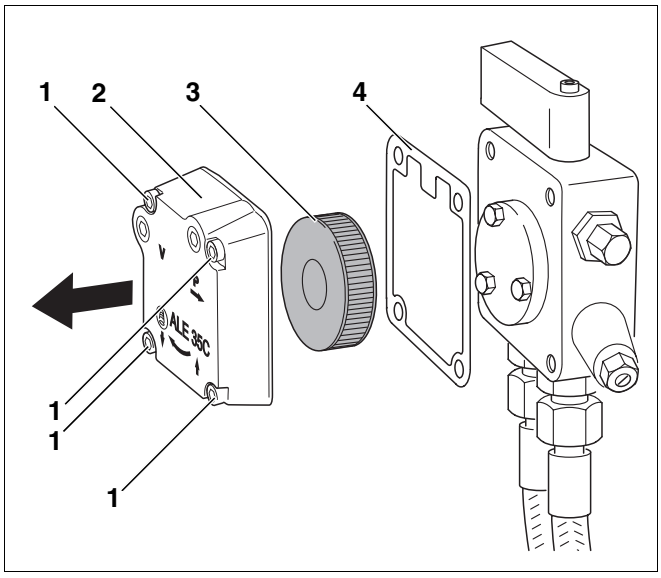

Rys. 28 Sprawdzenie filtra pompy olejowej – pompa olejowa Suntec
- Odkręcić cztery śruby imbusowe (rys. 28, **poz. 1**).
- Zdjąć pokrywę obudowy (rys. 28, **poz. 2**).
- Wyjąć filtr pompy olejowej (rys. 28, **poz. 3**).
- Sprawdzić, czy uszczelka (rys. 28, **poz. 4**) nie jest uszkodzona, i ew. ją wymienić.
- Filtr pompy olejowej (rys. 28, **poz. 3**) oczyścić benzyną do czyszczenia, w razie potrzeby wymienić i ponownie zamontować w pompie.